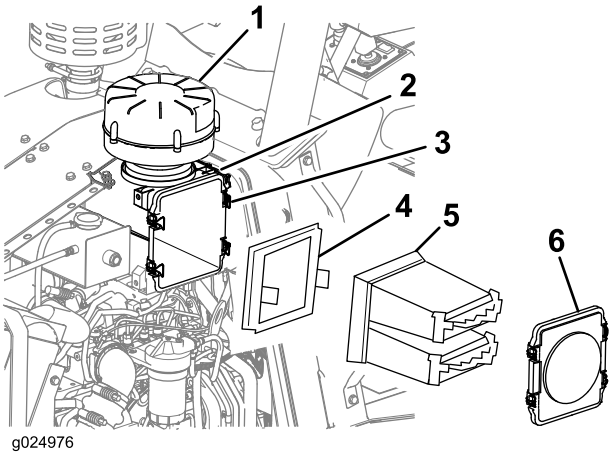

Figure 69
2. Unlatch the 4 latches that hold the air-cleaner cover and remove the cover (Figure 69).
3. Remove the primary and secondary air-cleaner elements from the air-cleaner housing (Figure 69).
4. Use a clean damp cloth to clean the inside of the cleaner housing (Figure 69).
10. Secure the air-cleaner cover to the air-cleaner housing with the 4 latches on the housing (Figure 69).